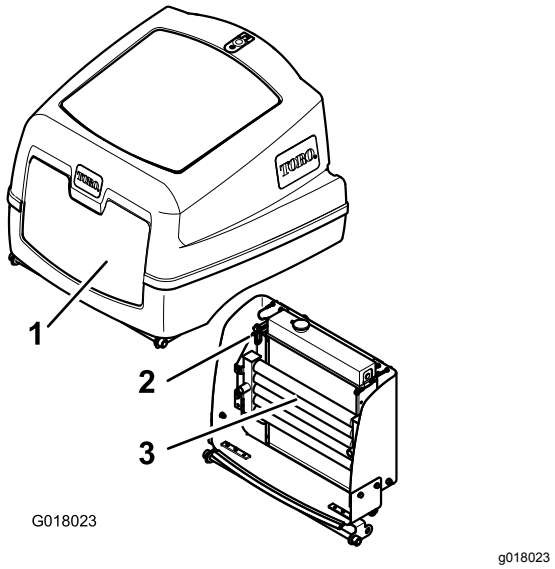

Figur 51
4. Lossa spärren och öppna motorhuven (Figur 51).